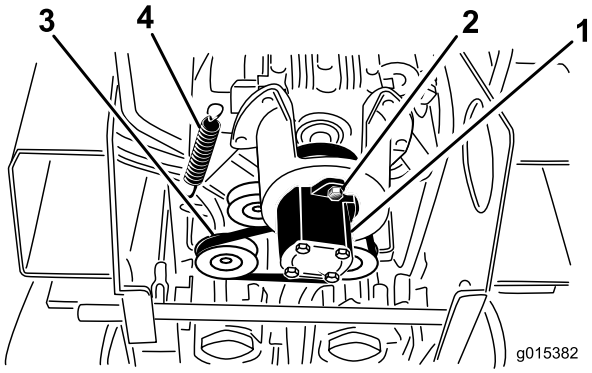

**Rysunek 52**
5. Poluzuj 2 śruby pompy (Rysunek 52).
6. Przekręć licznik pompy zgodnie z kierunkiem wskazówek zegara i pozwól, aby opadł z koła pasowego (Rysunek 52).
7. Korzystając ze ściągacza sprężynowego (skontaktuj się z autoryzowanym przedstawicielem serwisowym) lub sztywnego haka metalowego, pociągnij za krawędź koła pasowego luźnego i ściągnij je ze śruby sprężynowej w celu zmniejszenia napięcia paska (Rysunek 52).